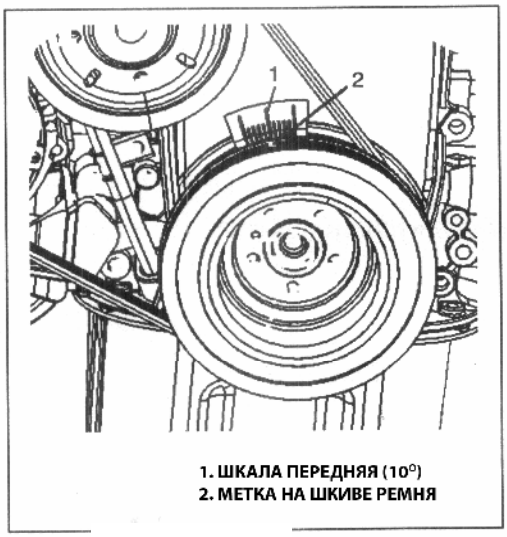

Рис. 11
3) Поверните коленвал по часовой стрелке (смотреть со стороны шкива ремня) до совмещения метки на шкиве с меткой 10° на шкале (Рис. 11), при этом поршень первого цилиндра будет находиться в верхней мертвой точке.